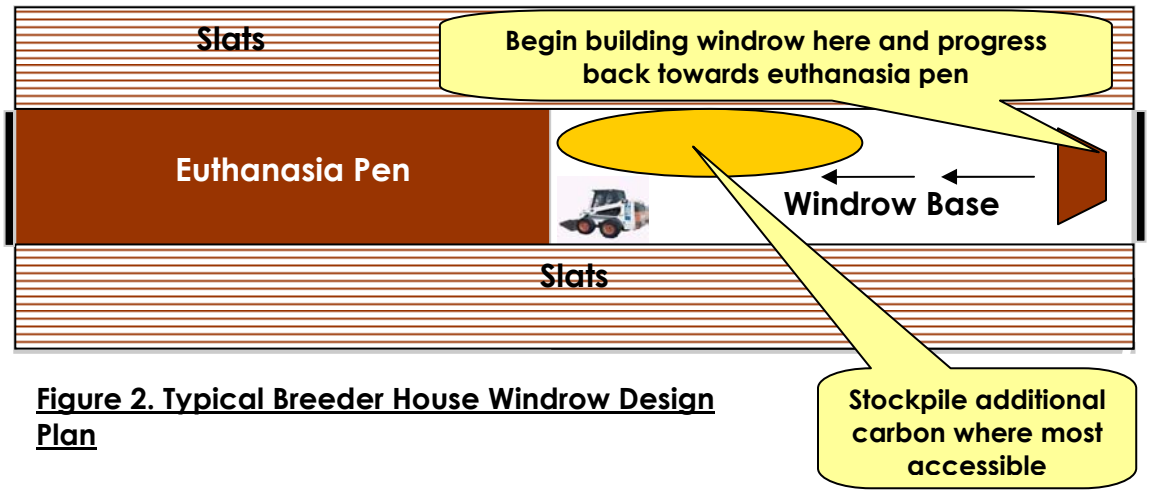

Figure 2. Typical Breeder House Windrow Design Plan
- All operations must occur within the 13-foot scratch area between the slats (see Figure 2).